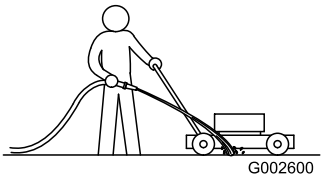

Figur 39
1. Mens motoren går og klipperen står på en flat, asfaltert, rett en vannstråle mot **høyre** bakhjul (Figur 39).